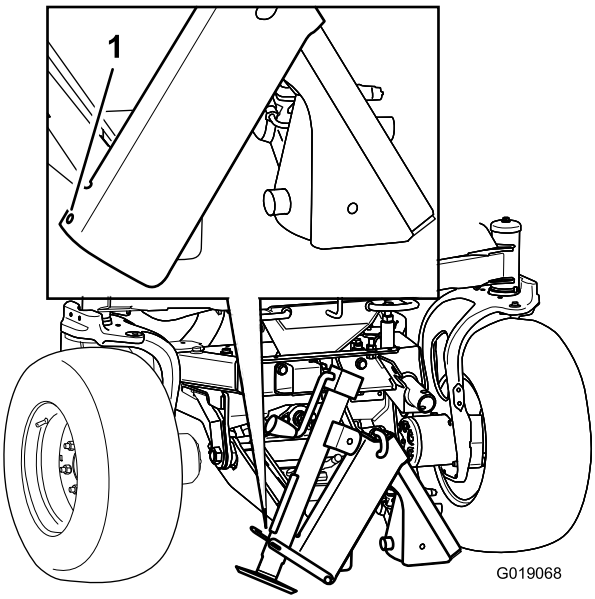
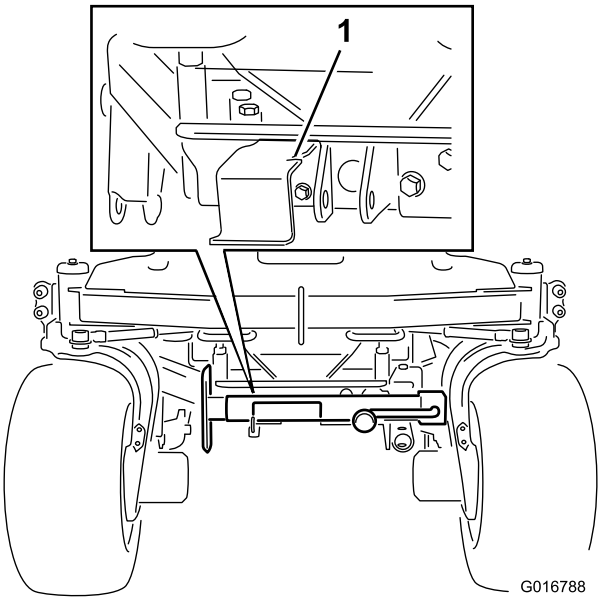

Figuur 9
Figuur 10
2. Steek de bevestigde pen (niet afgebeeld) door de opening aan de zijkant van de kriknaaf en de opening in de lip. Bevestig de krik met de verende kabel (Figuur 9 of Figuur 10).